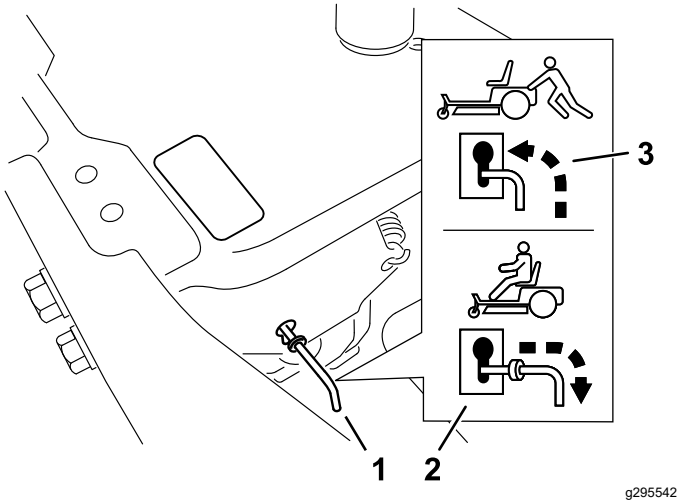

Figuur 33
4. Zet de omloophendels naar voren door het "sleutelgat" en dan naar beneden om ze vast te zetten (Figuur 33).
Zet de omloophendels naar achteren door het spiegat en dan naar beneden om ze vast te zetten zoals wordt getoond in Figuur 33.